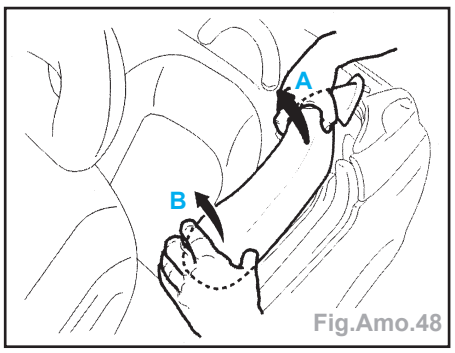

Fig.Amo.48
- les garnitures sup. de custodes (Fig. Amo.48).